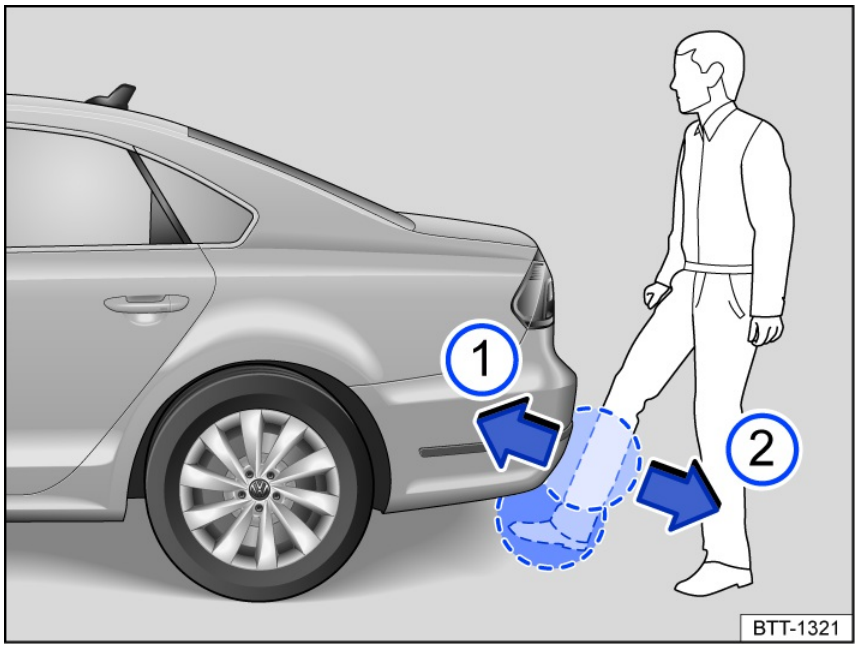

Fig. 51 Trunk lid with sensor-controlled opening (Easy Open).
2. Quickly swing the lower part of your leg close to the bumper. Your shin must be near the upper sensor and your foot must be near the lower sensor *fig. 51*.